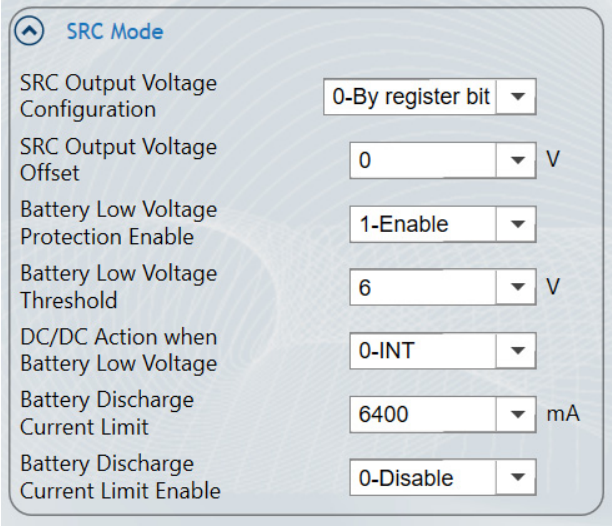

Figure 14: SRC Mode Configurations
3. Select the parameters for SRC mode control, such as the SRC output voltage configuration and additional protections (see Figure 14).